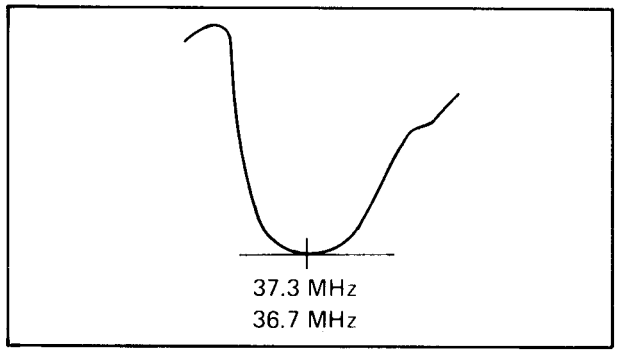

Fig. 5-44
10. Adjust the core of T105 so that the waveform becomes round and symmetrical at around 37.3 MHz (HR-3660EK), 36.7 MHz (HR-3660EG) as shown in Fig. 5-44.
11. Adjust C116 (trimmer cap.) so that the waveform height becomes 62.5 % of the peak level at the 35.07 MHz and 39.5 MHz (HR-3660EK), 34.47 MHz and 38.9 MHz (HR-3660EG0 markers as shown in Fig. 5-44.